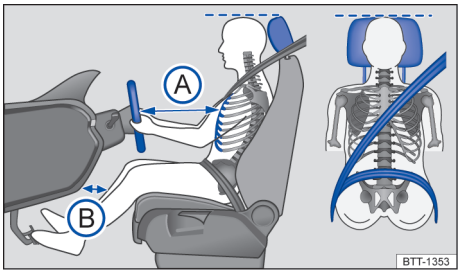

Fig. 20 Distância correta do condutor em relação ao volante, posição correta do cadarço do cinto de segurança e ajuste correto do apoio para cabeça.
– Ajustar o banco de modo que a distância entre o volante e o tórax tenha no mínimo 25 cm → Fig. 20 Ⓐ e que o condutor possa segurar o volante pela borda externa com as duas mãos e os braços ligeiramente flexionados.
– Ajustar o banco do condutor na direção longitudinal de modo que os pedais possam ser acionados com as pernas ligeiramente arqueadas e a distância para o painel de instrumentos na área do joelho seja de, no mínimo, 10 cm → Fig. 20 Ⓑ.
– Para os bancos com apoio para cabeça: ajustar o apoio para cabeça de modo que a sua borda superior se encontre preferencialmente na mesma linha da parte superior da cabeça → Fig. 20 – porém não abaixo da altura dos olhos. Posicionar a parte posterior da cabeça o mais perto possível do apoio para cabeça.